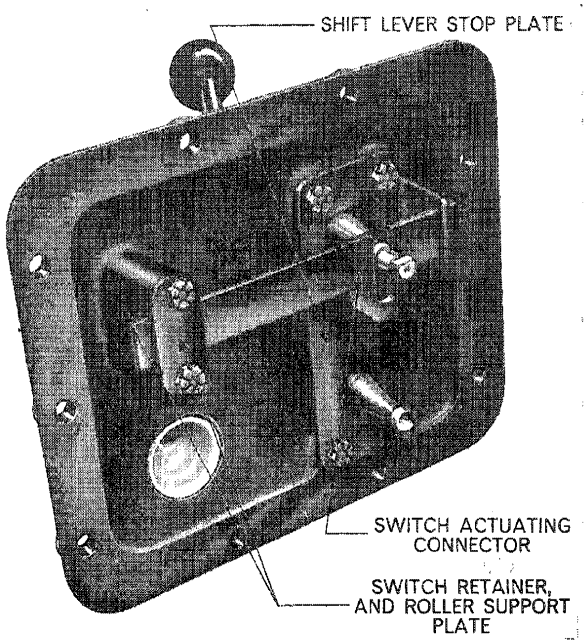

Figure 7
a. Remove the two self-locking bolts retaining the roller support plate and the switch retainer to the cover, Figure 7. Remove the roller support plate, the switch retainer, the actuating connector, the roller and the plunger.
b. Position the shift lever stop plate, Figure 7, and install the four self-locking screws. Tighten the screws to the specified torque. (See Specifications, Chapter 3.)
c. Position the switch retainer, the actuating connector, the operating plunger, the operating roller and the roller support plate, Figure 7.